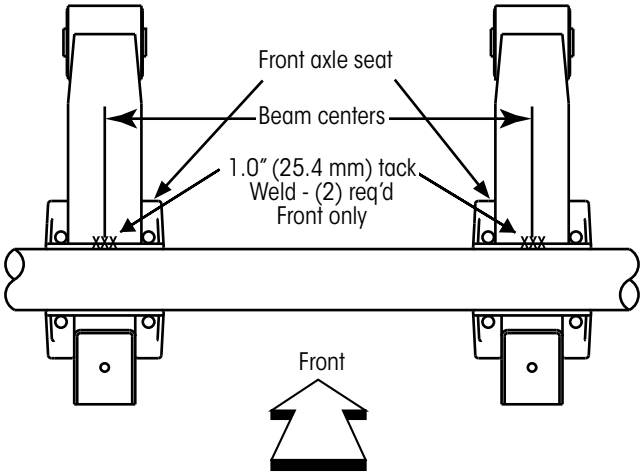

Figure 3: *Locations of tack weld*
3. Place a 1 inch (25.4 mm) long **tack weld** (Figure 3) on the front axle seat in the center of each suspension beam/axle connection, one tack weld is required per suspension beam.